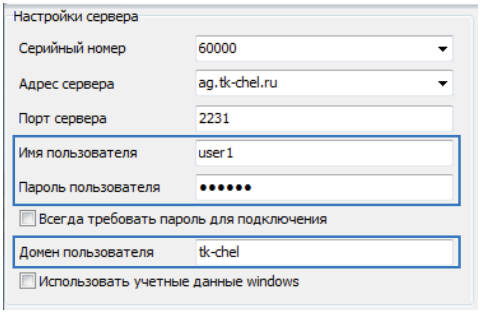

Рис.96. Доменная аутентификация от имени произвольного пользователя сети.
1. Для выполнения доменной аутентификации необходимо (Рис.96):